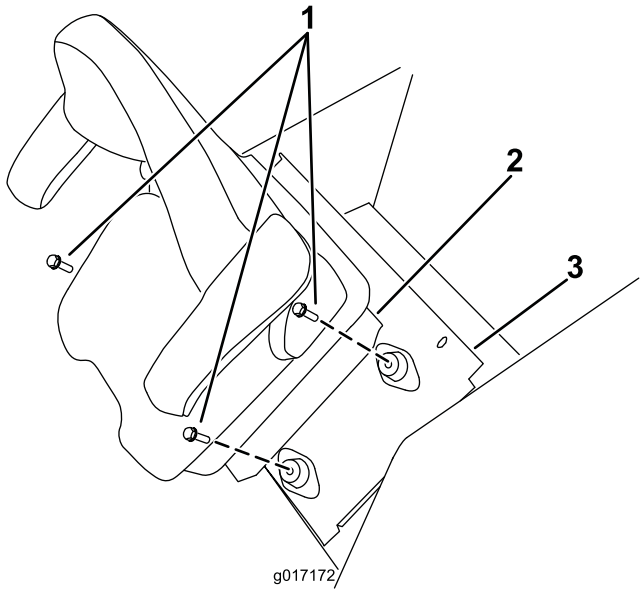

Figuur 2
6. Verwijder de bevestigingen waarmee de stoelbasis bevestigd is aan de stoelbeugels en de stoelplaat. Til de stoel en de stoelbasis van de machine (Figuur 2).